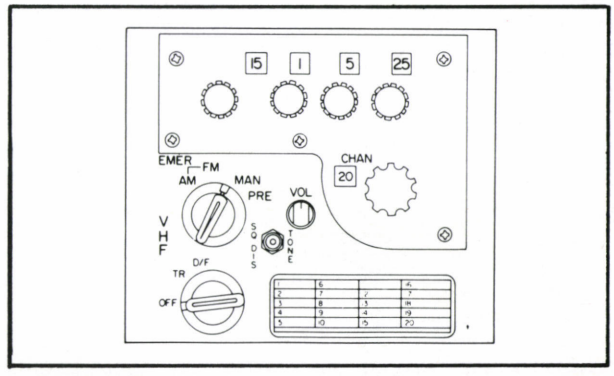

FIGURE 11: AN/ARC-186.
Two AN/ARC-186 radios (figure 11) are installed in the Apache, one in the pilot's and one in the CPG's right-hand console. This is a two band, very high frequency-frequency modulated (VHF-FM) airborne radio set covering the frequency range of 30.000 megahertz (MHz) to 87.975 MHz (FM) and 116.000 MHz to 151.975 MHz (AM) in 25 kilohertz (kHz) steps, with a range of about 50 miles. There is an additional receive-only function from 108.000 MHz to 115.975 MHz (AM). The radio set has 20 preset channels, remote control and single antenna operation capability, and transmit and receive capabilities on the FM and AM Guard frequencies. It provides a retransmit function when connected to a second radio set. Secure communications in the base band mode are possible with use of the KY-28 or KY-58. FM homing will be possible when suitable external equipment is installed.